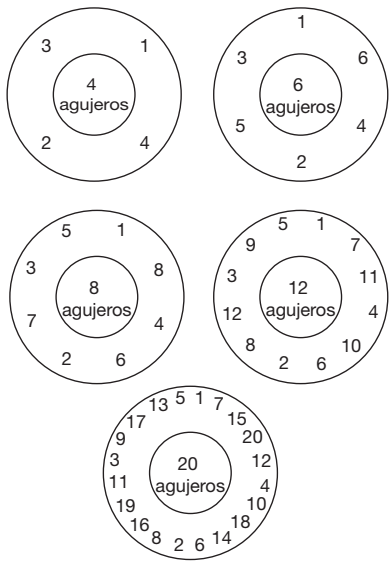

Figura 39: Patrones de apriete de pernos
- 16. Aplique una pequeña cantidad de lubricante a la superficie de apoyo de la arandela de resorte del husillo (15).
- 17. Coloque el conjunto de resorte en el husillo (15).
- 18. Coloque una nueva empaquetadura del bonete (12) en la base (1) antes de instalar el bonete (11). Apriete uniformemente las tuercas de los pernos (14) utilizando el patrón de apriete de pernos apropiado (consulte la Figura 39). Determine el par de torsión requerido para la válvula en cuestión (consulte la Tabla 11). Determinar los valores de par para cada ronda del patrón (ver Tabla 11). La última ronda asegura que todas las tuercas de los pernos estén al par requerido.
- 19. Con la contratuerca del tornillo de ajuste (20) ensamblada cerca de la parte superior del tornillo de ajuste (19), aplique una pequeña cantidad de lubricante al extremo esférico y las roscas del tornillo de ajuste.